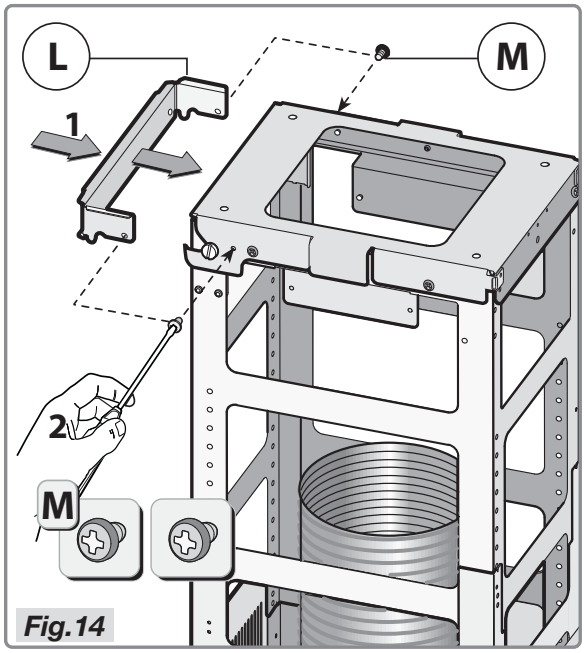

Fig.14
- Take the safety bracket **L** and fasten it definitively on the telescopic structure with the two screws **M** as shown in Figure 14 – steps 1-2.